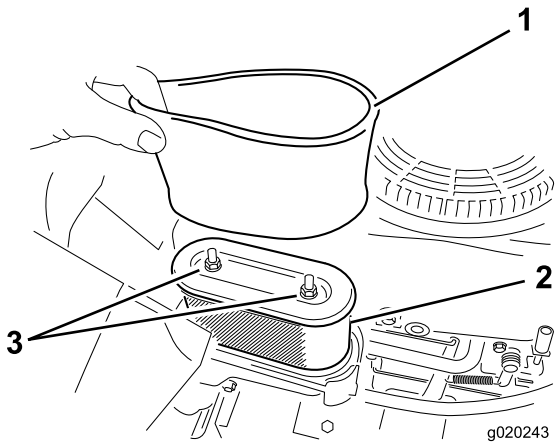

Figur 32
5. Tag forsigtigt skum- og papirfilterindsatserne ud af luftfilterhuset (Figur 32).
1. Monter skumfilteret over på papirindsatsen (Figur 32).